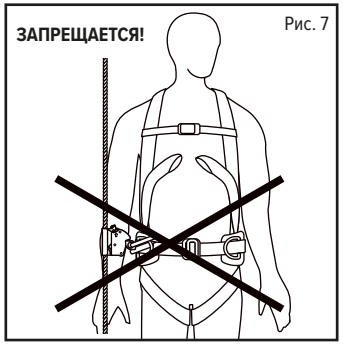

Рис. 7
- присоединять захват к элементам крепления для рабочего позиционирования (боковым кольцам) поясного ремня (рис. 7);